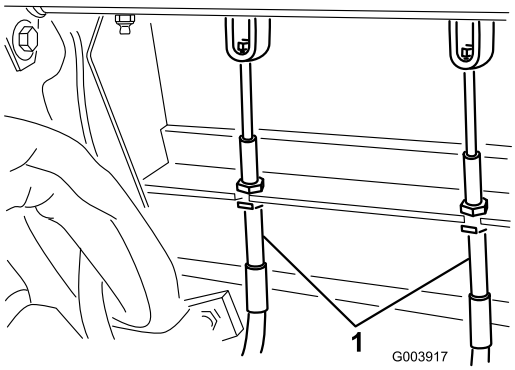

Figur 68
2. Dra åt bromsarna genom att lossa den främre muttern på bromskabelns gängade ände för att minska bromspedalernas fria spel (Figur 68).